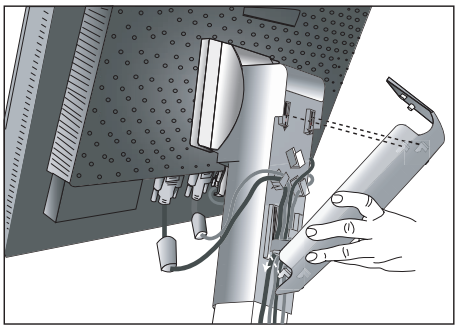
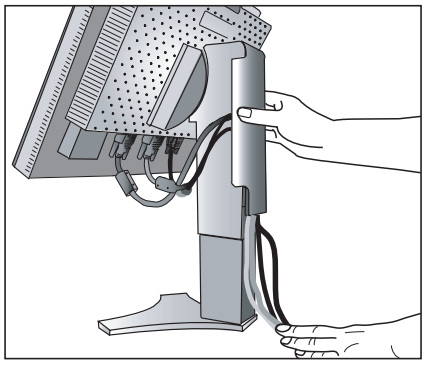

**Abbildung D.1**
**Abbildung D.2**
7. Halten Sie alle Kabel fest, und setzen Sie die Kabelabdeckung auf den Fuß (**Abbildung D.1**). Zum Entfernen heben Sie die Kabelabdeckung an, wie in **Abbildung D.2** dargestellt.